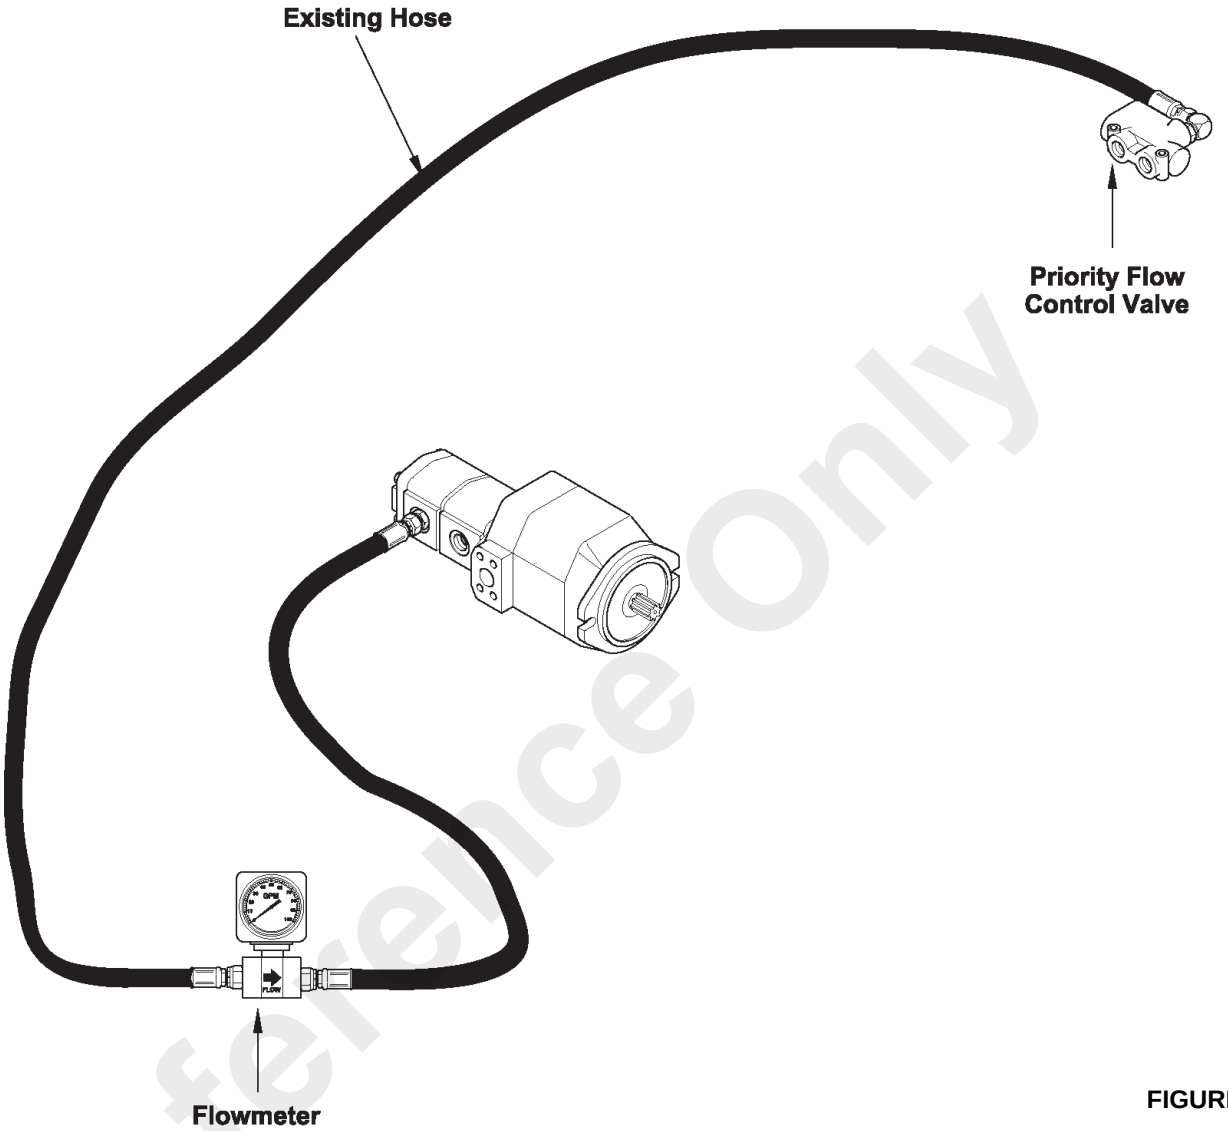

FIGURE 4-9
1. Connect the flowmeter between the pump and the priority flow control valve (Figure 4-9) according to instructions in the flowmeter manual. Make sure the needle valve is fully open.